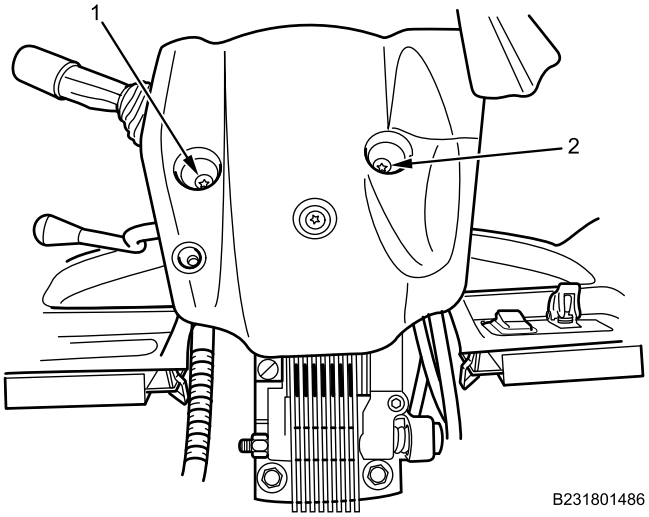

Figure 8. Steering Column Cover Upper Section Screws.
4. Loosely install two steering column cover torx screws (Figure 8, Item 1 and 2).